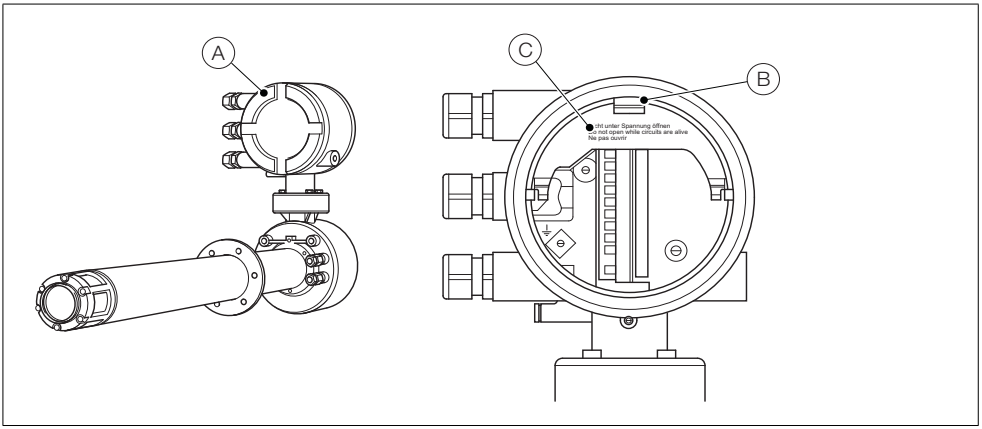

Afb. 4.11 Geïntegreerde omvormer – toegang tot aansluitingen
Zie Afb. 4.11:
1. Leid de binnenkomende netspanningskabel door kabelwartel (A).
2. Sluit op klemmenblok (B) de spanningvoerende (bruine) en neutrale (blauwe) klemmen aan.
3. Sluit de aardaansluiting van de binnenkomende netspanningskabel aan op de interne aardaansluiting (C).
4. Sluit de scharnierende voedingsafdekking (zie afb. 4.11).
5. Leid de signaalkabel(s) door kabelwartel(s) (D) en breng indien nodig aansluitingen aan op de relaisuitgang(en) en de klemmen voor de stroomuitgang en het optiebord.
6. Breng de achterste afdekking weer aan (zie afb. 4.11) en draai de schroeven handvast.